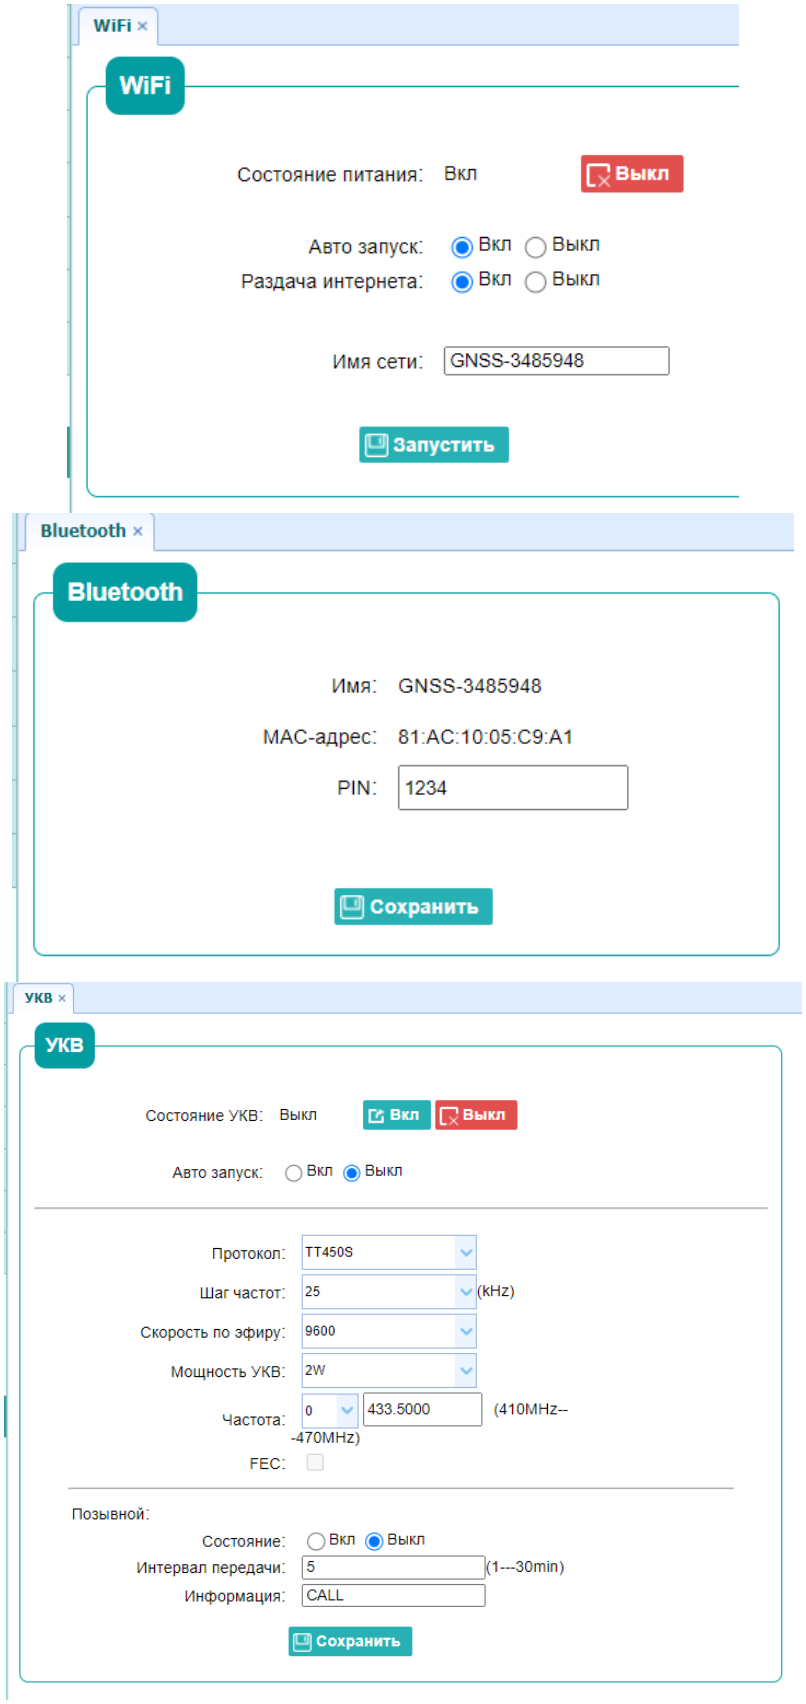

Рис. 2.54
2. Перейдите в меню **[Настройки]** → **[Подкл.]**. Выберите устройство: PrinCe, тип: RTK, Устройство i30VR, соединение: BT или WiFi, антенна PrinCe i30VR (см. рис. 2.54).